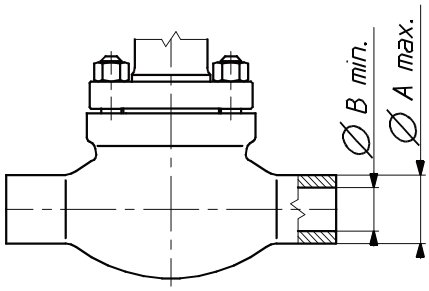
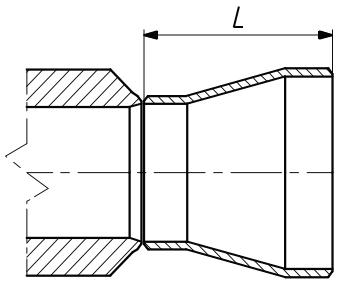

Fig. 6. Dimension of butt welding ends executed as cast
Fig. 7. Reduction stub
•) - execution with reduction stubs as per fig. 7.
It is allowed to execute connections for other dimensions of pipes. Should pipe dimensions fall within the range ØB min / ØA max. (Fig. 6, table 20), connection can be executed as cast. Otherwise reduction stub has to be welded to body end, which shallresult inextension of housing by L or 2L size (Fig.7, table 20). Other connection dimensions are allowed upon consulting with manufacturer.